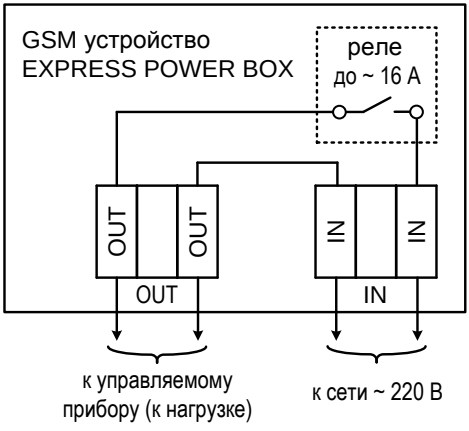

Рис.18 Схема внешний подключений
- произведите подключение проводов к клеммным колодкам устройства, согласно схеме внешних подключений (рис.18);